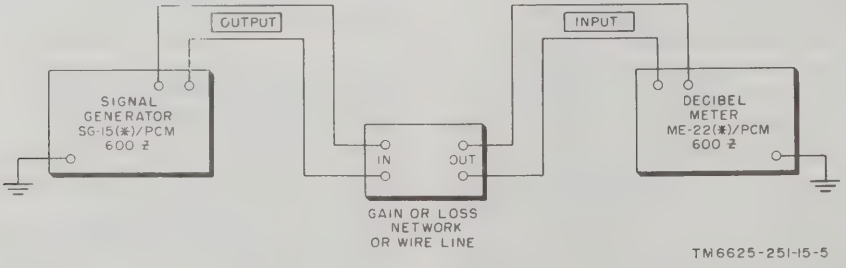

Figure 3.3. Point to point gain or loss measurements, connection diagram.
a. Connect the OUTPUT (jack or terminals) of the signal generator to the input of the circuit to be measured (fig. 3-3).